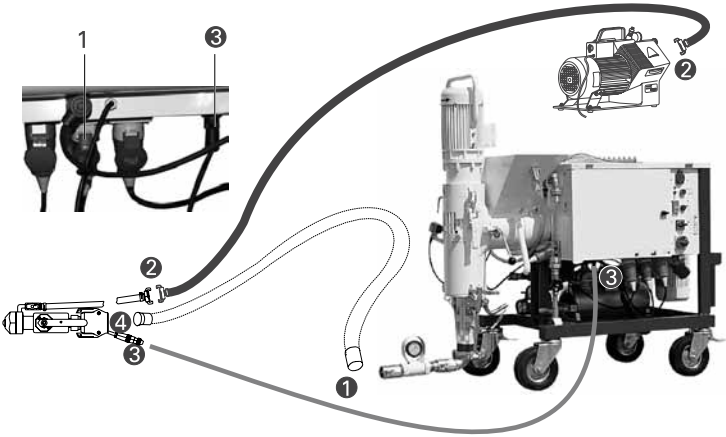

Рис. 15: Разъемы при использовании устройства нанесения накрывочной штукатурки
- Пневмошланг устройства нанесения накрывочной штукатурки подключить непосредственно к разъему GEKA компрессора V-Meko 400/D (рис. 15, ❷)
- Кабель питания подключить к разъему в распределительном шкафу (Рис. 15, 1)
- Подсоединить шланг подачи раствора к цемент-пушке (рис. 15, ❹)
- Подключить кабель ДУ к розетке (4пол) (рис. 15, ❸)